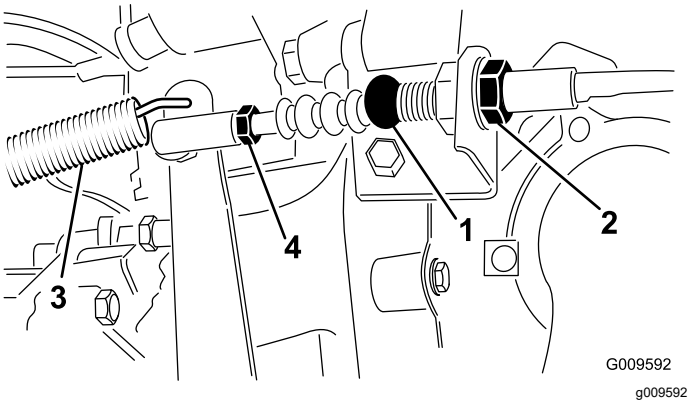

Figur 68
1. Løsn de kontramøtrikker, der fastgør koblingskablet til konsollen på klokkehuset (Figur 68).